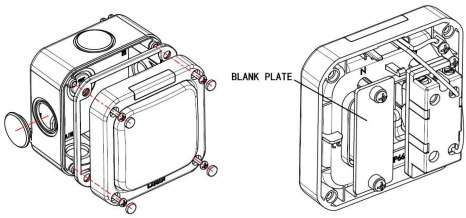

Fig 1.
2. Unscrew the four screws holding on the front cover assembly. Fig 1.